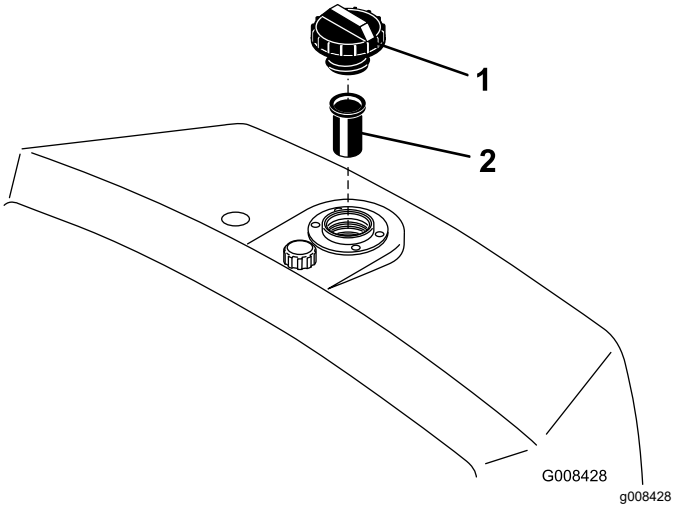

Rysunek 49
2. Odkręć korek zbiornika i sprawdź poziom oleju. Poziom oleju powinien sięgać dolnej krawędzi sitka w szyjce wlewu (Rysunek 49).